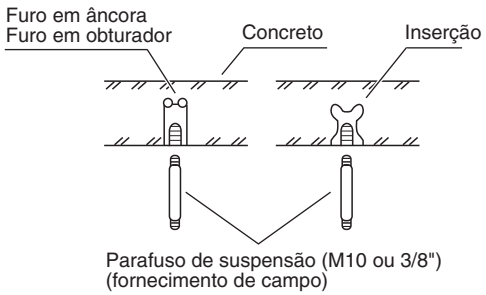

Fig. 3-3
- Insira os parafusos de suspensão (Fig. 3-3).
(2) Aparafuse os parafusos de suspensão deixando-os protuberantes desde o tecto (Fig. 3-3). (Corte o material de tecto, se for necessário.)